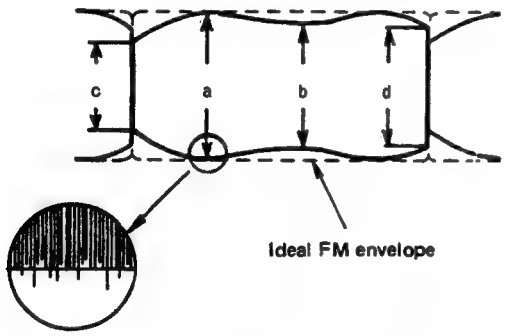

Fig. 2-57 FM waveform (max. output)
5) When the maximum video FM waveform, confirm the audio FM waveform (Fig. 2-57) obtained that: